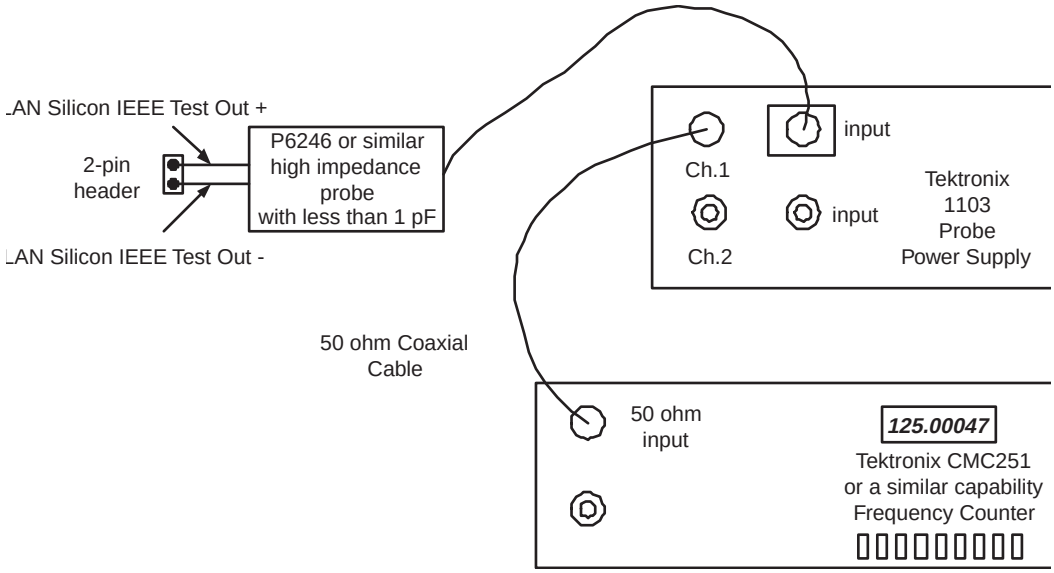

Figure 7. Indirect Probing Setup
Almost all Intel LAN silicon that support 1000BASE-T Ethernet can provide a buffered 125 MHz clock, which can be used for indirect probing of the transmitter reference clock. The buffered 125 MHz clock will be a 5X multiple of the crystal circuit's reference frequency (Figure 7).
2. Connect the test equipment as shown in Figure 7.